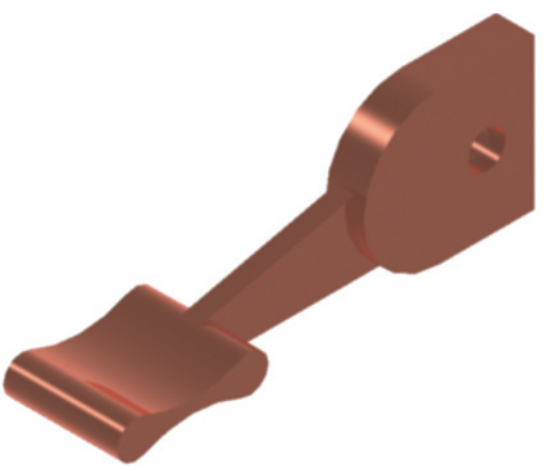

Fig. 18.26 Third example of 3D models
Third example (Fig. 18.26)
4. **3D Navigate/Southwest Isometric**. Render (Fig. 18.26).